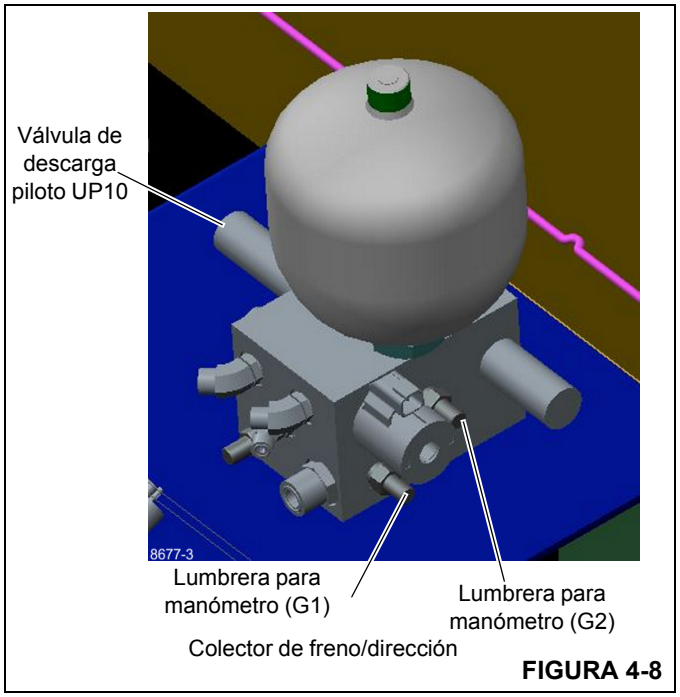

FIGURA 4-8
1. Instale el conector de desconexión rápida para diagnóstico de presión (Parker PD240) con manómetro a la boquilla de prueba en la lumbrera de prueba G1 (consulte la Figura 4-8) ubicada en el colector de freno/dirección.
5. Pise el pedal de frenos repetidamente para aliviar la presión e instale un acoplador de desconexión rápida para diagnóstico y revisión de presión (Parker PD240) con el medidor en la boquilla de prueba de la lumbrera G2 (consulte la Figura 4-8) ubicada en el colector de freno/dirección.
6. Con el motor a ralentí, presione repetidamente el pedal de freno de servicio ubicado en el piso de la cabina hasta que el manómetro indique aproximadamente 1700 psi (117 bar). Una vez que obtenga la presión, pise el pedal de freno nuevamente para recargar. Observe el manómetro y verifique que el límite de carga inferior sea 1600 ±100 psi (110 ±7 bar) (cuando comience la recarga). Luego, observe el medidor mientras la válvula se carga, verifique que la carga se corte en 2000 +100/–0 psi (138 +7/–0 bar) y, si no se corta, ajuste la válvula de descarga piloto UP10 (consulte la Figura 4-8); en sentido horario aumenta la presión y en sentido contrahorario disminuye la presión.